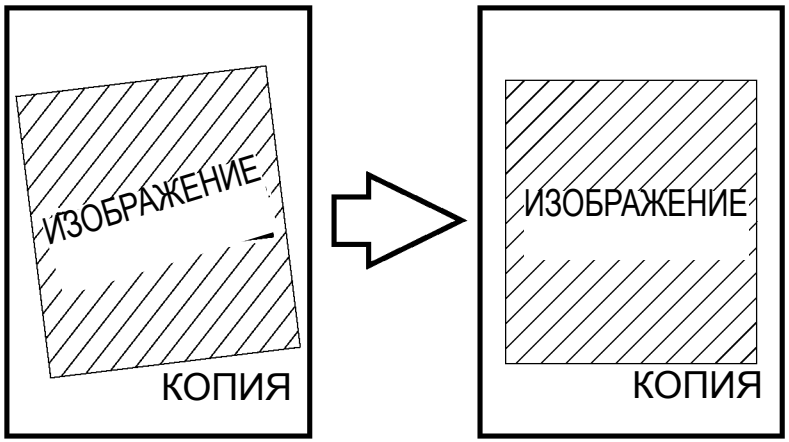

Рисунок 3 Регулировка положения DADF/ADF-3 (j0ch41532)
- DADF/ADF был смещен в направлении B (рисунок 3).